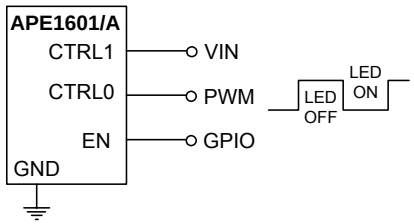
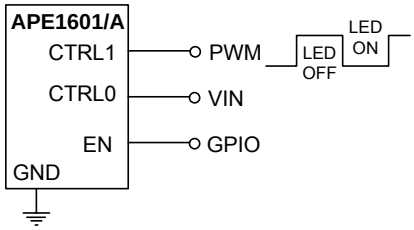
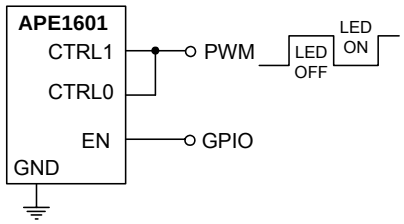

Figure 4. The PWM dimming application circuit for 4WLEDs
Figure 5. The PWM dimming application circuit for 3WLEDs
Figure 6. The PWM dimming application circuit for 2WLEDs
LED current can be controlled by applying a PWM signal to CTRL0 or CTRL1. Table 4 shows the relation between CTRLx and 4 LED's current states. For an example, as the CTRL1 is pulled logical high and CTRL0 receives a PWM signal, then, four LEDs will be dimmed synchronously. Here, the PWM signal setting the LED's current ON/OFF can achieve the average LED's current which in design. The application circuit is shown in Figure 4. Figure 5, and Figure 6 show 3WEDs and 2WLEDs PWM dimming application circuit, respectively. During the time of PWM signal logical low, the current is a fixed value and setting by RSET resistor. So the average LEDs current can be approximated as Equation (3).